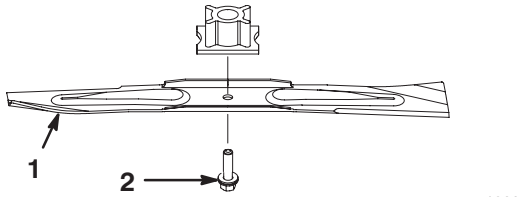

Figure 23
2. Remove the blade bolt and the blade (Fig. 23).